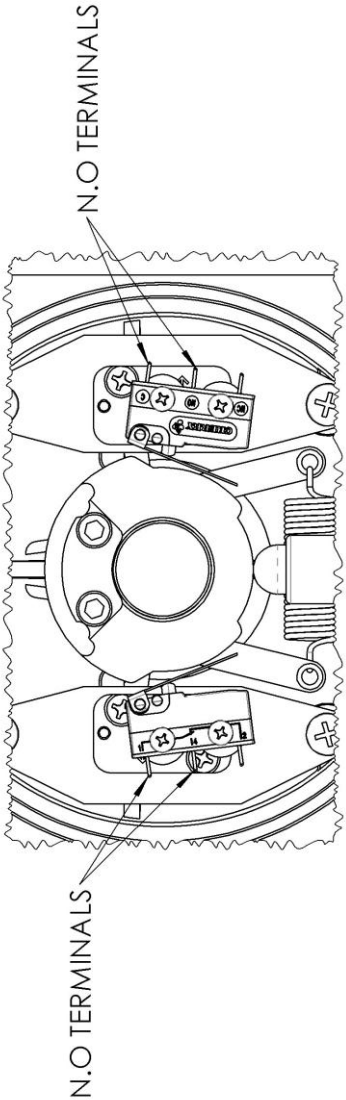

Figure 20: Diagram showing the terminals on each microswitch that make a N.O circuit.
a. The actuation lever of the microswitches② are clear of any obstructions through their range of motion.
b. The microswitch② lever is depressed enough to actuate the switch contacts when the jog lever is pushed. This can be done by checking for continuity across the Normally Open (N.O) terminal 4 and the Common(C) terminal 1. See Figure 20 for clarity on terminals being checked. When the switch is depressed, terminals 1 and 4 should have continuity. Make sure: